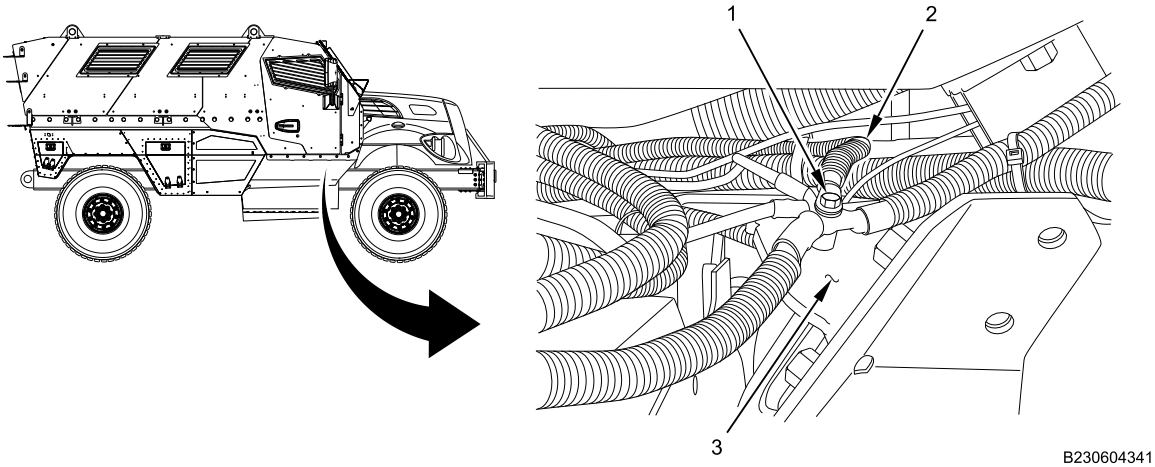

Figure 2. Ground Cable.
2. Remove bolt and washer (Figure 2, Item 1) from right side wheel deflector (Figure 2, Item 3) and remove winch BLACK ground cable (Figure 2, Item 2).